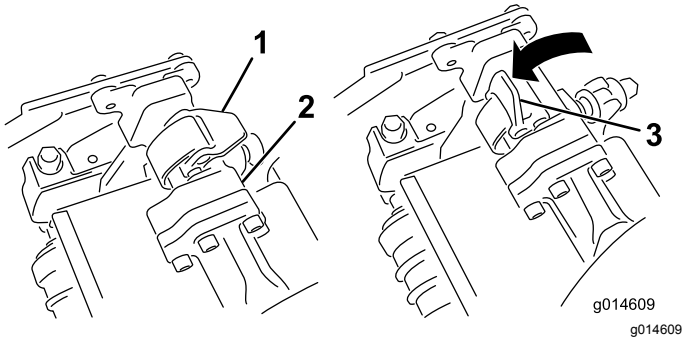
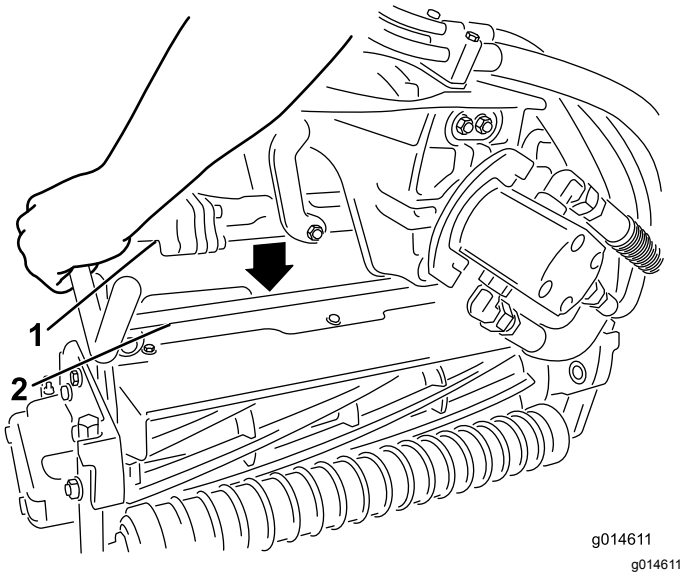

**Figur 42**
**Figur 43**
3. Mens låsehåndtagene på affjedringsarmen peger opad (dvs. er åbne) (Figur 42), skal du skubbe affjedringsarmen ned, så stangen kan sættes over tværstangen på klippeenheden øverst oppe (Figur 43).
4. Luk låsehåndtagene ned og omkring klippeenhedens stang, og lås dem på plads (Figur 42).
4. Åbn låsehåndtagene på affjedringsarmens stang på klippeenheden, som du fjerner (Figur 42).